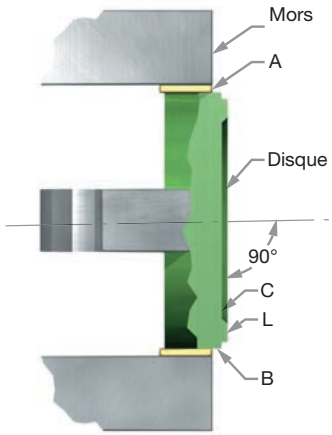

Figure 27 : Surface de siège de disque standard
Usiner la surface du siège du disque standard (voir la Figure 27) comme suit :
1. Fixer le disque (6) à un mandrin à quatre mors (ou une pince de serrage, le cas échéant), en utilisant une pièce de matériau souple comme du cuivre ou de la fibre entre les mandrins et le disque (voir Figure 27).
2. Égaliser le disque (6) pour que les surfaces marquées B, C et D soient égalisées en 0,001” (0,025 mm) sur l'indicateur (Figure 27).
- Mettre le disque au rebut si la dimension minimum N ou T (Figures 30a, 30b, 30c et tableaux 5a et 5b) est atteinte. Ne pas rétablir la surface C (voir la Figure 27).